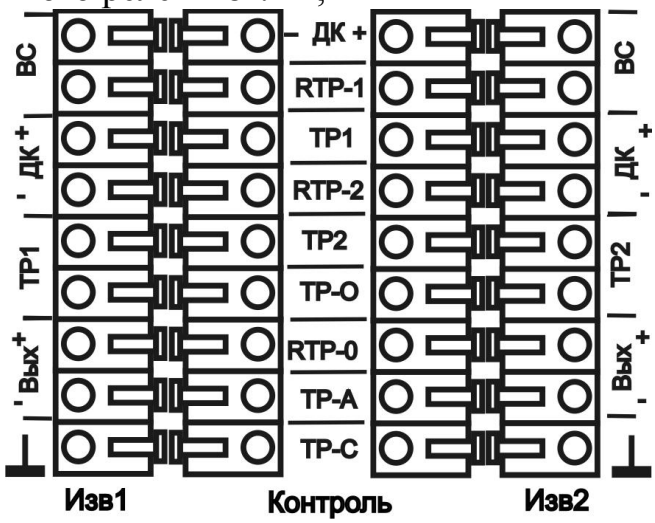
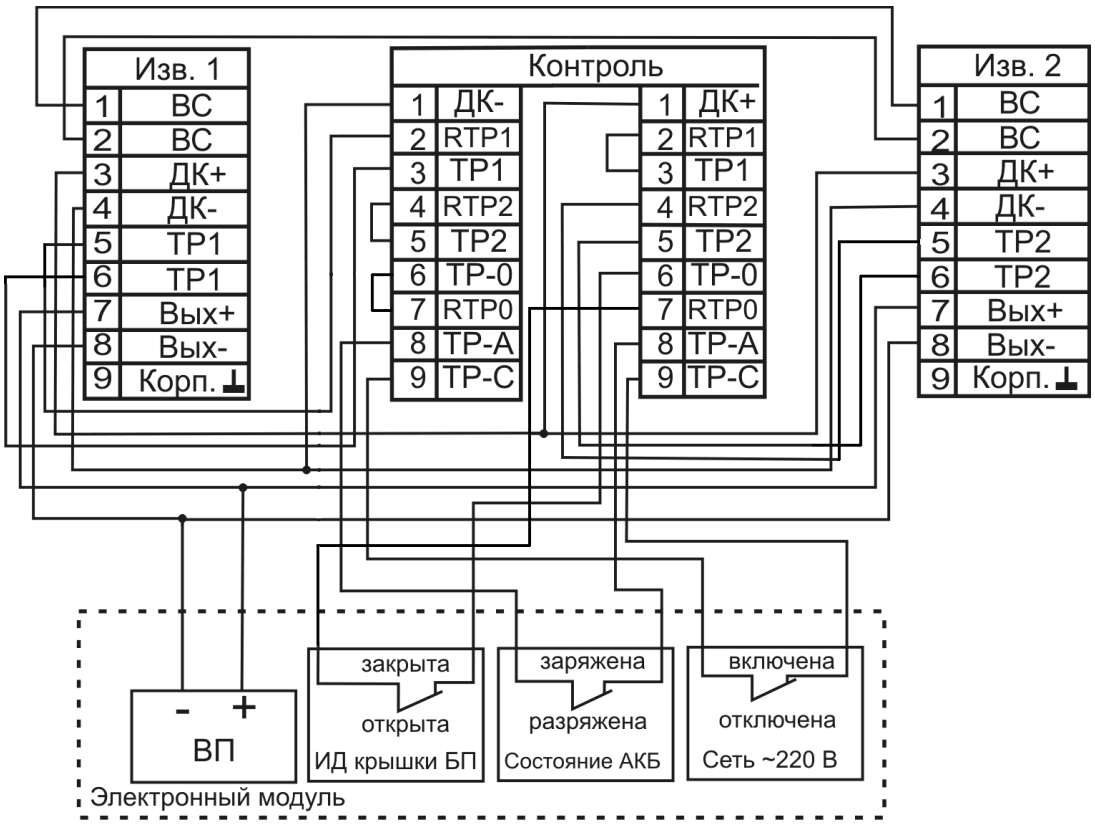

Рис. 4.3
Рис. 4.4
4.22 При пропадании или выключении сетевого напряжения гаснет индикатор «сеть» и размыкаются «сухие» контакты соответствующего реле «ТР-С» (Рис. 4.4).
5.6 Пропустить кабели связи с блоками приемными (БПРМ) (смежных извещателей) внутрь ББП через соответствующие вводы, закрепить их с помощью гаек ввода и подключить проводники к группам зажимов «Изв. 1» и «Изв. 2» в соответствии с назначением (см. рис.4.3), функциональная схема БП приведена на рис. 4.4.